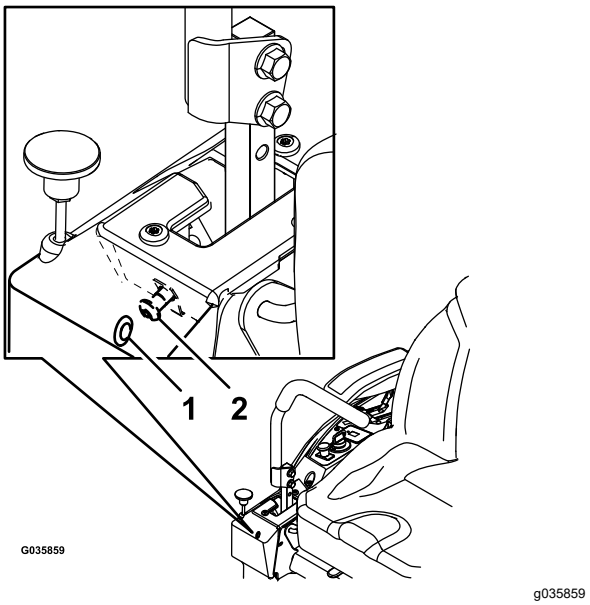

**Figuur 56**
6. Als de machine naar rechts spoort, steek dan een inbussleutel van 3/16" door de opening in de afdekplaat rechts vooraan en draai de stelschroef van de sporing links- of rechtsom om het bereik van de hendel af te stellen (Figuur 56).
7. Als de machine naar links spoort, steek dan een inbussleutel van 3/16" door de opening in de afdekplaat rechts vooraan en draai de stelschroef van de sporing links- of rechtsom om het bereik van de hendel af te stellen (Figuur 56).